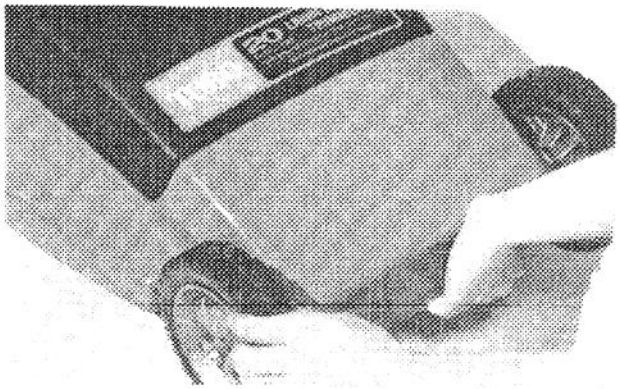

Figure 2
1. Hold front or rear of mower/trimmer housing with one hand and grasp wheel with other hand (Fig. 2).